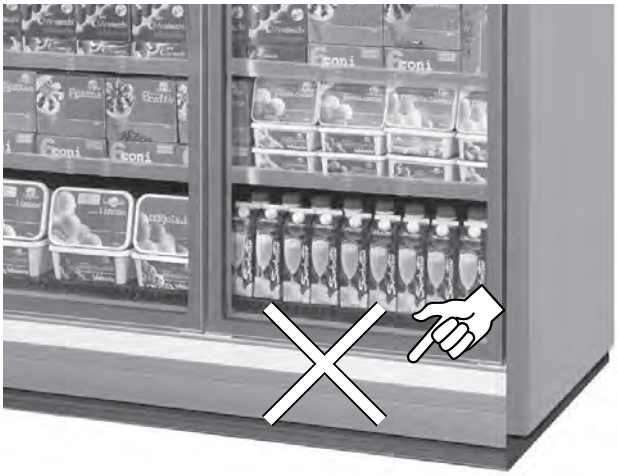

Fig. 13
- La marchandise ne bouche pas le flux d'air réfrigéré ("Fig. 13").